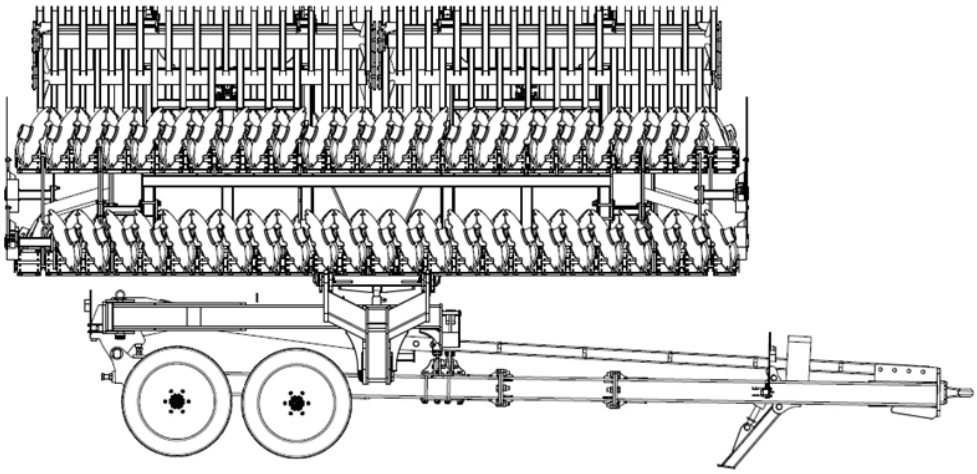

Rysunek 31 Rozłożenie skrzydeł maszyny.
3. Przy użyciu hydrauliki rozłożyć ramiona maszyny w pozycji horyzontalnej, aż do momentu całkowitego jej rozwarcia (rys.31).
4. Następnym etapem jest hydrauliczne rozłożenie rozwartych ramion maszyny do pozycji poziomej (rys.31, 32).